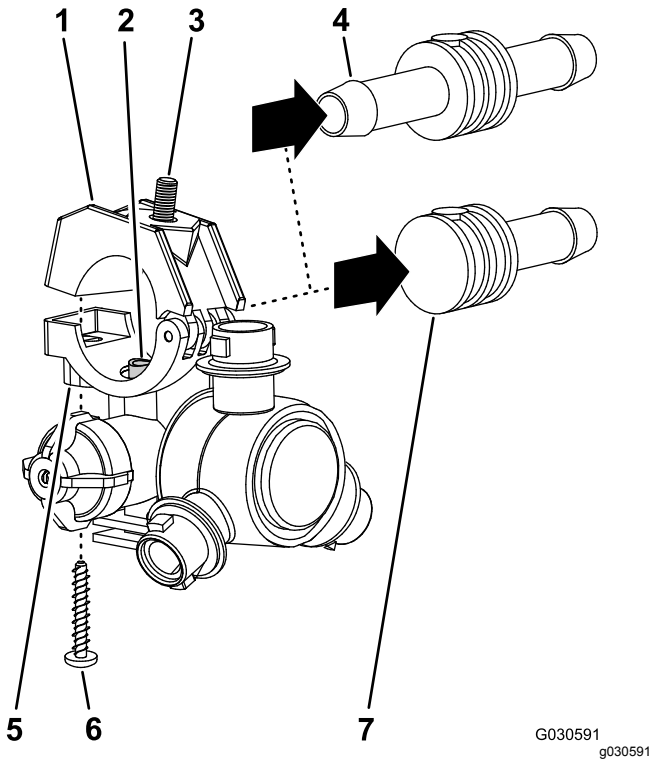

Rysunek 48
2. Odkręć śrubę ze stali nierdzewnej (nr 12 x 1 1/4 cala) mocującą górną część obejmy i króciec węża z pojedynczym lub podwójnym występem (3/4 cala) do korpusu dyszy zraszacza, po czym odłącz wąż i króciec węża z występem od dyszy (Rysunek 48).